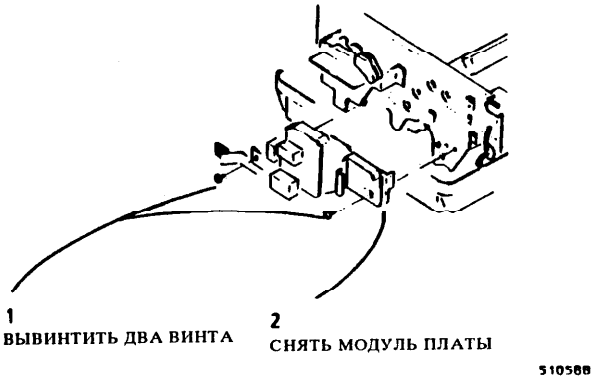

Рис. 2 (только 5009) Снятие модуля платы
3. (Только 5009) (Рис. 2): снять модуль платы.